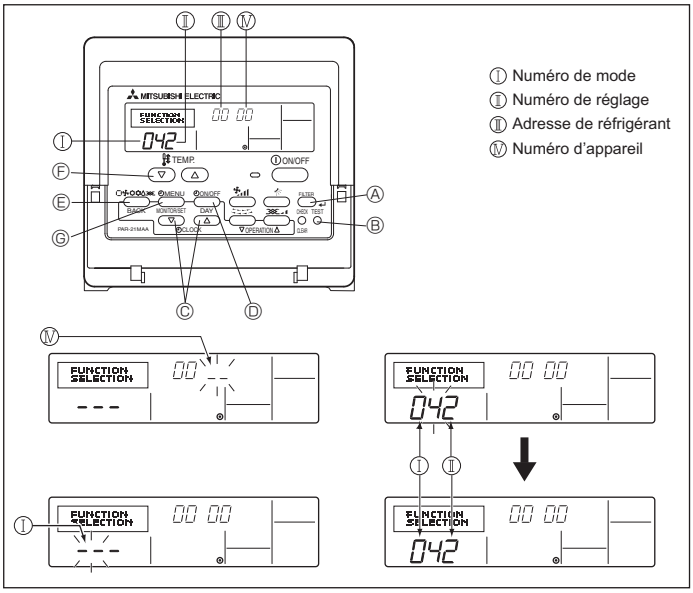

Fig. 6-10
1) Pour la télécommande à fil (Fig. 6-10)